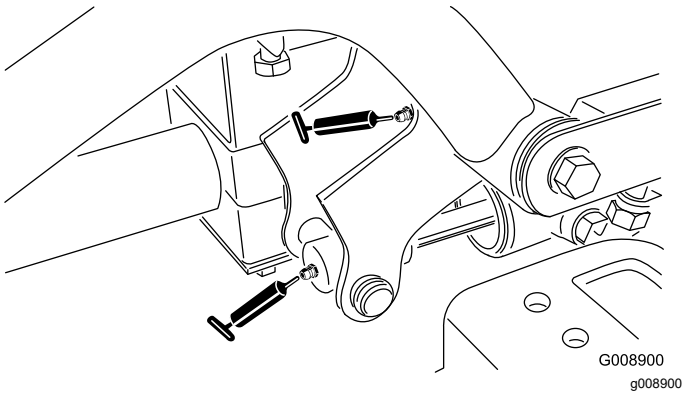

Figur 66
- Forreste højre løftearms drejetap og løftecylinder (2 fittings – Figur 66)